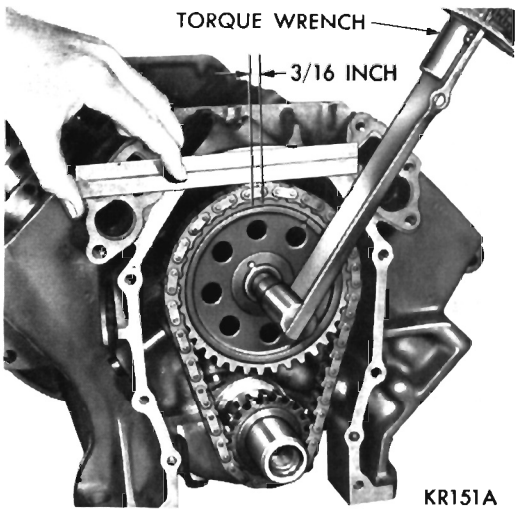

Fig. 24—Measuring Timing Chain Stretch
(1) Place a scale next to the timing chain so any movement of the chain may be measured.
(2) Place a torque wrench and socket over camshaft sprocket attaching bolt and apply torque in the direction of crankshaft rotation to take up slack; 30 foot-pounds (with cylinder heads installed) or 15 foot-pounds (cylinder heads removed). **With torque applied to the camshaft sprocket bolt, crankshaft should not be permitted to move. It may be necessary to block crankshaft to prevent rotation.**
(3) Holding a scale with dimensional reading even with edge of a chain link, apply torque in the reverse direction 30 foot-pounds (with cylinder heads installed) or 15 foot-pounds (cylinder heads removed), and note amount of chain movement (Fig. 24).
(4) Install a new timing chain, if its movement exceeds 3/16 inch.
(5) If chain is satisfactory, slide crankshaft oil